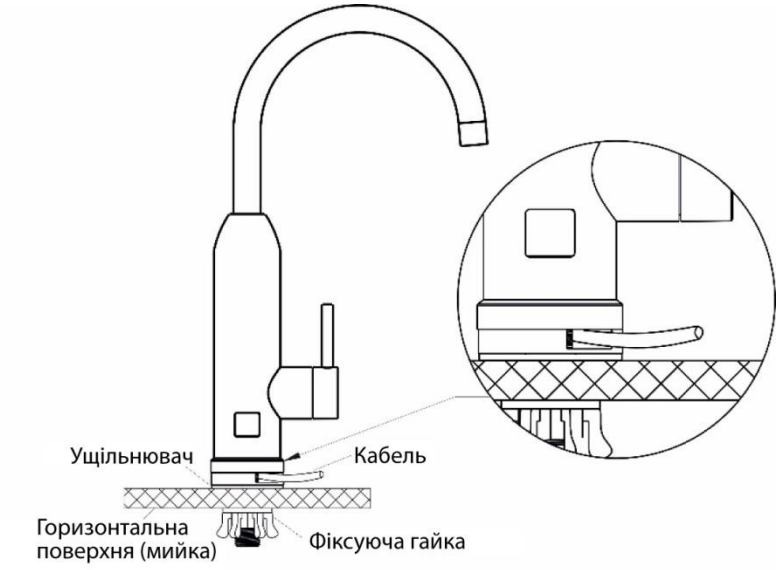
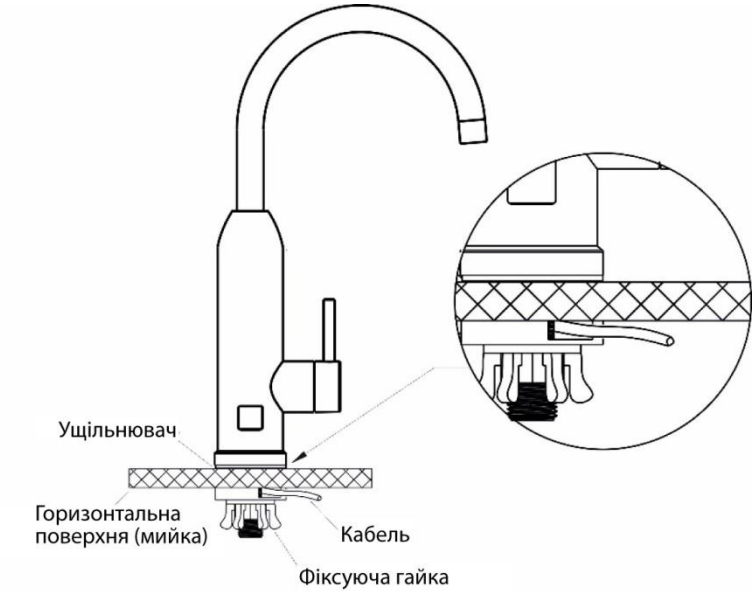

Рис. 2. Встановлення з виведенням кабелю живлення над мийкою
Рис. 3. Встановлення з виведенням кабелю живлення під мийкою
18. Встановіть ПЕВН на мийку відповідно до вибраного варіанта встановлення, дотримуючись схеми на рис. 2 або рис. 3.